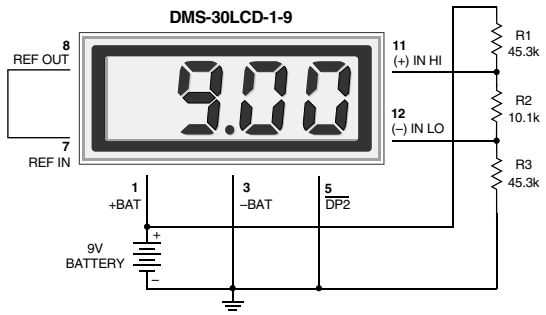

Figure 8. Power Supply Monitor (9V-Powered Models)
6. **Power Supply Monitoring:** A popular application for DATEL's low-power LCD meters is monitoring the supply voltage in battery-operated portable equipment. Figure 8 demonstrates how a 9V-powered DMS-30LCD can be used to monitor its own supply. The meter used is the DMS-30LCD-1-9. A three-resistor voltage divider is used to attenuate the battery voltage and also to satisfy the requirement that the input voltages applied to pins 12 and 11 be at least 1.5 Volts above and below the battery voltage applied to pins 1 (+BATTERY) and 3 (–BATTERY). The divider should be designed so that 1/10th the battery voltage falls across the inputs to the meter: